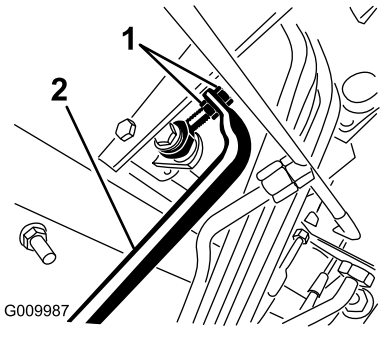

图 112
5. 调节泵杆端的锁紧螺母向前移动泵控制管防止前进向后移动泵控制管防止后退 (图 112)。